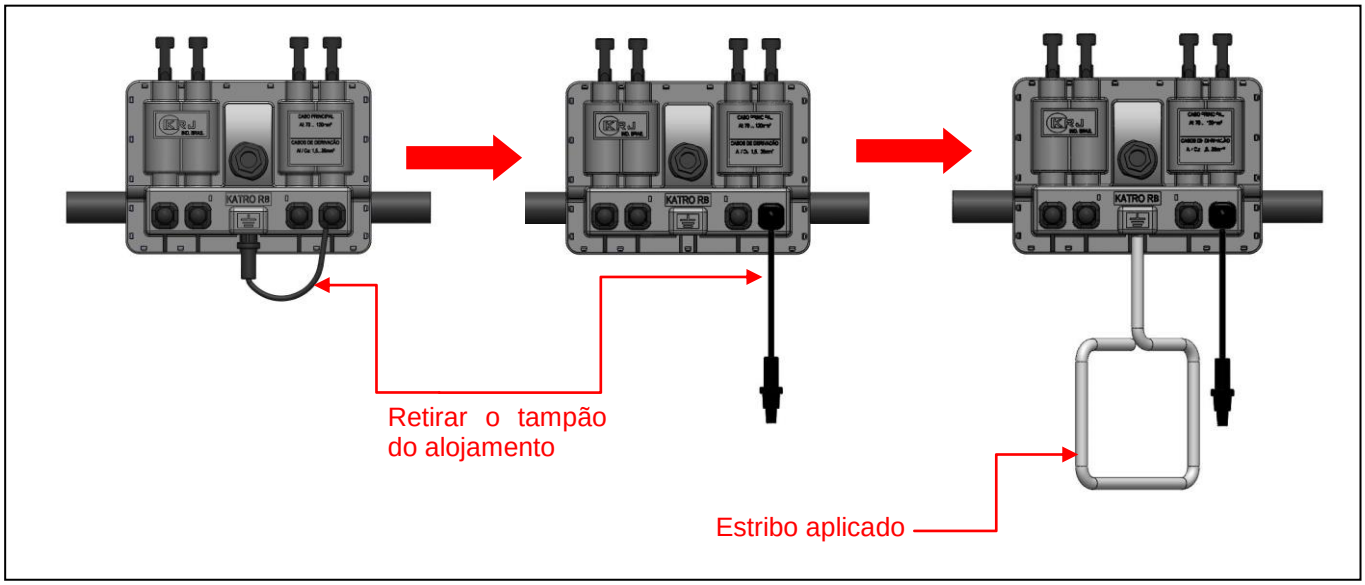

Figura 10
Passo 1: Retire o tampão do alojamento do estribo, aplique o estribo para aterramento rosqueando até o fim da rosca de maneira perpendicular entre estribo e conector , conforme sequência na figura 10